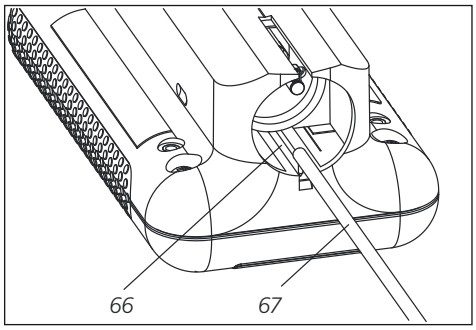

Fig. 15
1. Position a suitable surface texture measuring instrument (e. g. Perthometer S2, drive unit PZK, skidless pick-up MFW) such that the pick-up is positioned on the integrated standard and a traversing length of 5.6 mm can be measured *(see Fig. 15)*.